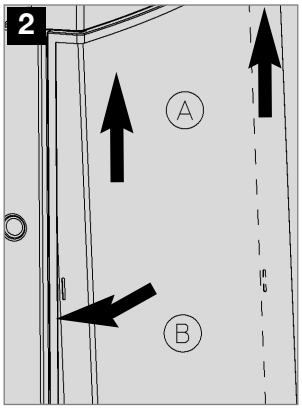

Fig. 35
- **The gas connection to the appliance is effected by means of (Ermeto-) olive type fitting L8, DIN 2353-ST, complying with EN 1949 (see fig. 35).**